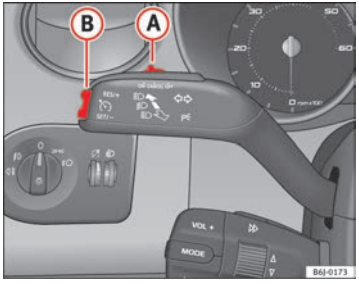

Fig. 107 Turn signal and main beam headlight lever: switch and rocker switch for the cruise control
- when the lever (A) is moved in the direction of **OFF** without fully being engaged.
To resume cruise control, release the brake or clutch pedal or reduce the vehicle speed to less than 180 km/h and press once on the upper part of the rocker switch **RES** ⇒ fig. 107 (B).